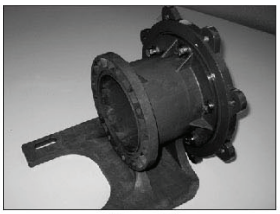

Figure 26
1. Inspect the clamp ring. If clamp ring requires replacement, it is recommended to remove the plastic foot (Item 11) first. Note: 100/112 frame B5 adapters do not use the foot. See figures 26 & 27. Remove the 4-M6 bolts (items 24 & 24A).